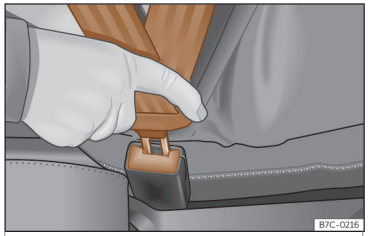

Abb. 9 Schlosszunge des Sicherheitsgurts in das Gurtschloss einstecken.
- Schlosszunge fest in das zum Sitzplatz gehörende Gurtschloss stecken››› **Abb. 9**.